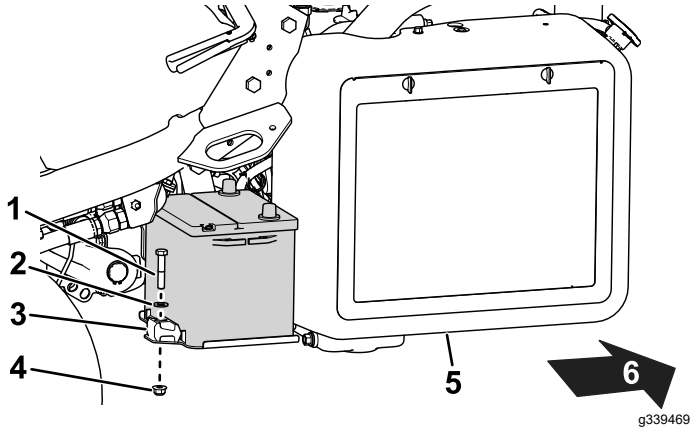

Figura 39
2. Retire las fijaciones que sujetan la batería a la bandeja (Figura 39) y levante la batería para sacarla.
5. Coloque la batería en la bandeja y sujétela con las varillas y las fijaciones que retiró anteriormente (Figura 39).